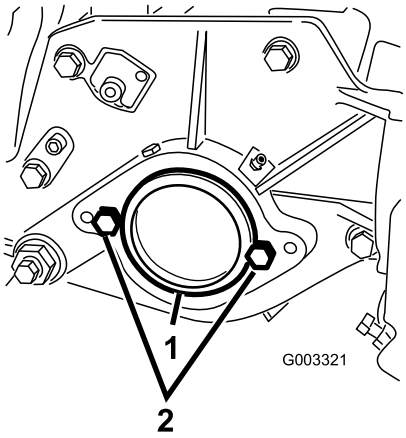

Rysunek 7
2. Wykręć korki z tworzywa z gniazda łożyska po prawej stronie jednostki tnącej (Rysunek 7).
3. Odkręć 2 śruby niewypadające z prawej płyty bocznej (Rysunek 7).
5. Wkręć lekko 2 śruby niewypadające mocujące silnik bębna w lewą płytę boczną jednostki tnącej (Rysunek 7).